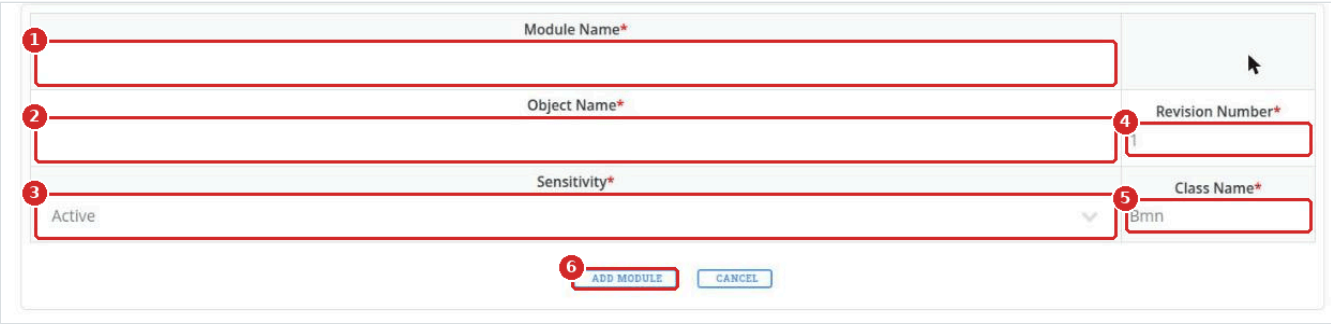

Рисунок 20. Форма CREATE NEW MODULE
2. Заполните форму (рисунок 20):
- **Module Name** (1): название детектора или пассивного элемента, например `GEM`.
- **Object Name** (2): имя, передаваемое конструктору класса, например `GEM`, `NDET`, `MAGNET`. FairRoot использует его для ветвей и контейнеров параметров. По соглашению оно пишется заглавными буквами; используйте только буквы, цифры, `_`, `.` и `-`.
- **Sensitivity** (3): `Active` для детектора, чувствительные объёмы которого записывают MC-точки, `Passive` для мирового объёма, магнита, мишени и пучковой трубы.
- **Revision Number** (4): `1` для нового модуля.
- **Class Name** (5): класс BmnRoot, производный от `FairModule`, например `BmnCSC`, `CbmSts` (GEM), `FairMagnet`.
3. Нажмите **ADD MODULE** (6).